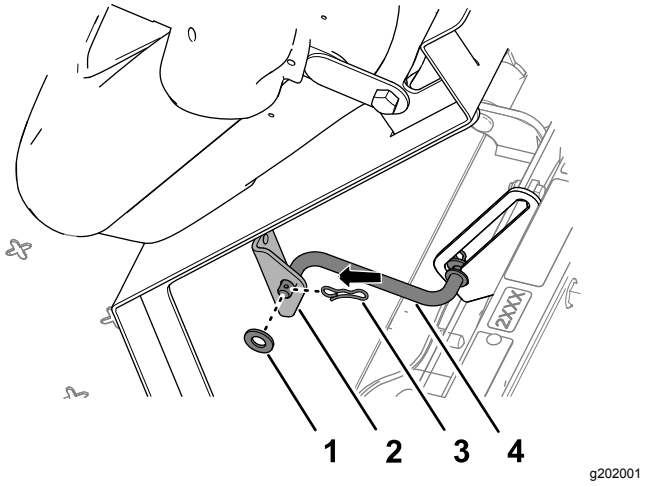

Figur 222
5. Monter støttestangen til braketten for setet med skiven og hårnålssplinten (Figur 222).